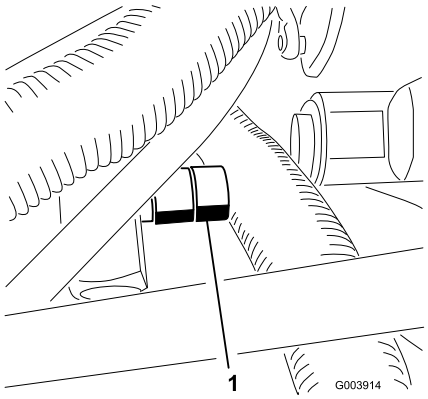

Figur 75
1. Finn ventilen på strømningsfordeleren (under fotstøtten) (Figur 75).